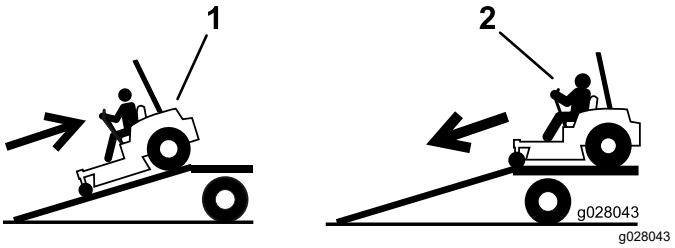

Figur 35
4. Bak maskinen op ad rampen (Figur 35).
2. Kør maskinen fremad ned ad rampen (Figur 35).